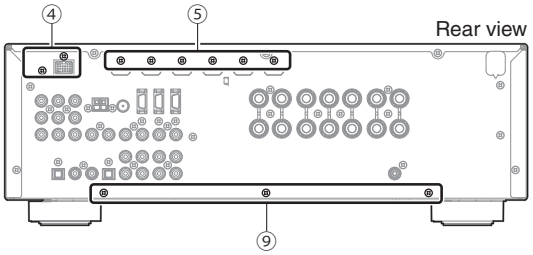

Fig. 3
a. Remove 2 screws (④) and 6 screws (⑤). (Fig. 3)
a. ④ のネジ 2 本、⑤ のネジ 6 本を外します。（Fig. 3）
b. Remove 3 screws (⑨). (Fig. 3)
b. ⑨ のネジ 3 本を外します。（Fig. 3）
4. When writing of the firmware is completed, “Update Success”, “Please...” and “Power Off!” are displayed repeatedly. (Fig. 3)
4. ファームウェアの書き込み完了後、“Update Success”、“Please...”、“Power Off!” が繰り返し表示されます。（Fig. 3）